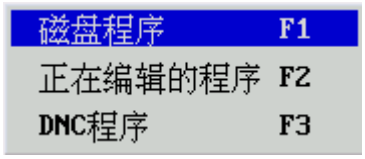

图 6.1.1 选择运行程序
在程序运行子菜单（图 6.0.1）下按 F1 键，将弹出如图 6.1.1 所示的“选择运行程序”子菜单（按 **Esc** 键可取消该菜单）。
(1) 在“选择程序”菜单(图 6.1.1)中，用▲、▼选中“磁盘程序”选项（或直接按快捷键 F1, 下同）；
(1) 在“选择运行程序”菜单(图 6.1.1)中，用▲、▼选中“正在编辑的程序”选项；
(1) 在“选择加工程序”菜单(图 6.1.1)中，用▲、▼选中“DNC 程序”选项；
(2) 按 Enter 键，系统命令行提示“正在和发送串口数据的计算机联络”；
(3) 在上位计算机上执行 DNC 程序，弹出 DNC 程序主菜单；
(4) 按 ALT+C，在“设置”子菜单下设置好传输参数；